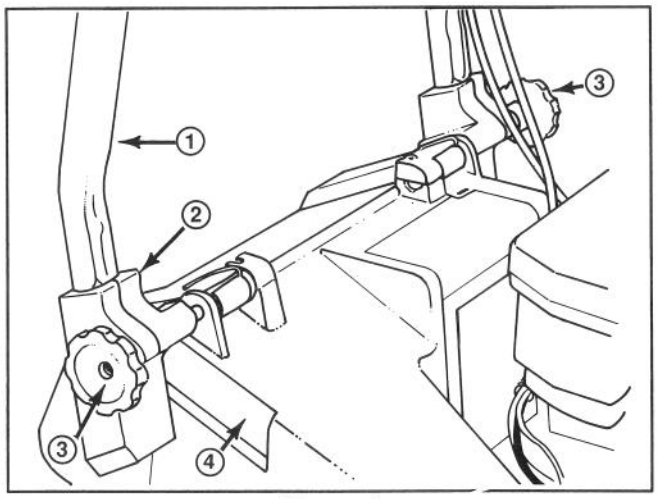
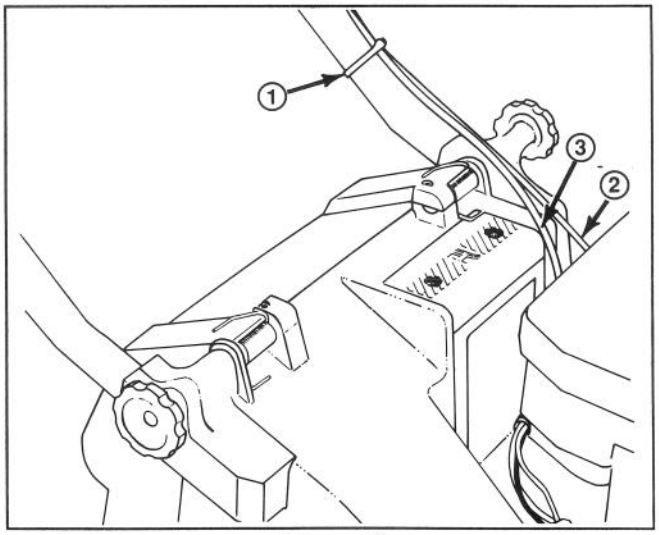

Figure 1
Figure 2
1. INSTALLING HANDLE—Loosen knobs on mounting brackets (Fig. 1).
3. Slide handle ends into holes in mounting brackets until handle ends are completely seated in brackets (Fig.1). Make sure throttle cable and traction cable (self-propelled model) are positioned on top of left mounting bracket (Fig. 2).
4. Rotate handle and mounting brackets rearward until brackets fit securely into housing pockets (Fig. 2).